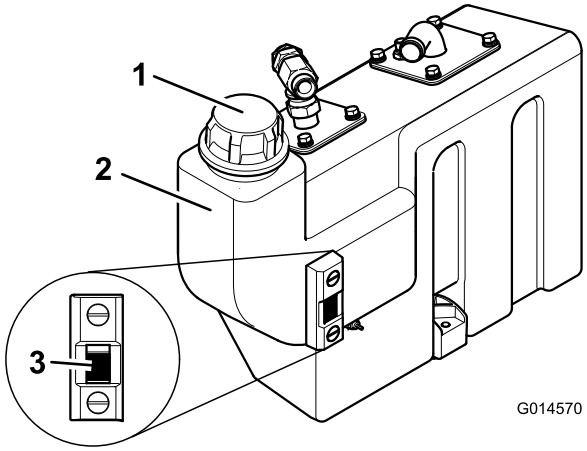

Figur 29
3. Hvis der skal fyldes hydraulikolie på, rengør området omkring hydrauliktankens dæksel (Figur 29). Fjern dækslet fra tanken.